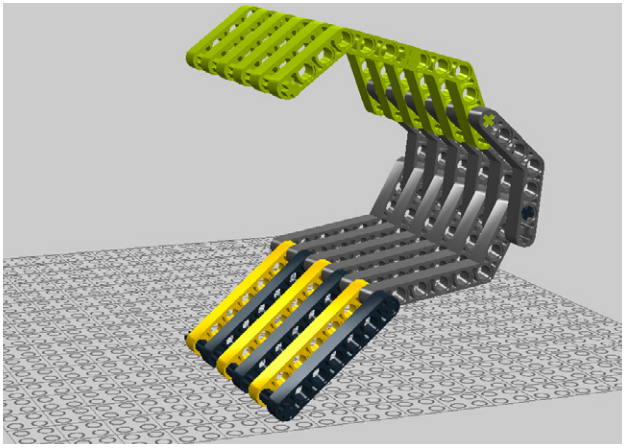

Figure 7-16. *Step 9: Combining the parts*
9. Add the construct you built in steps 5 through 7 to the angle beams and secure with cross axle. Note that the axle goes through the smooth hole, not the cross hole, allowing it to swing freely (Figure 7-16).